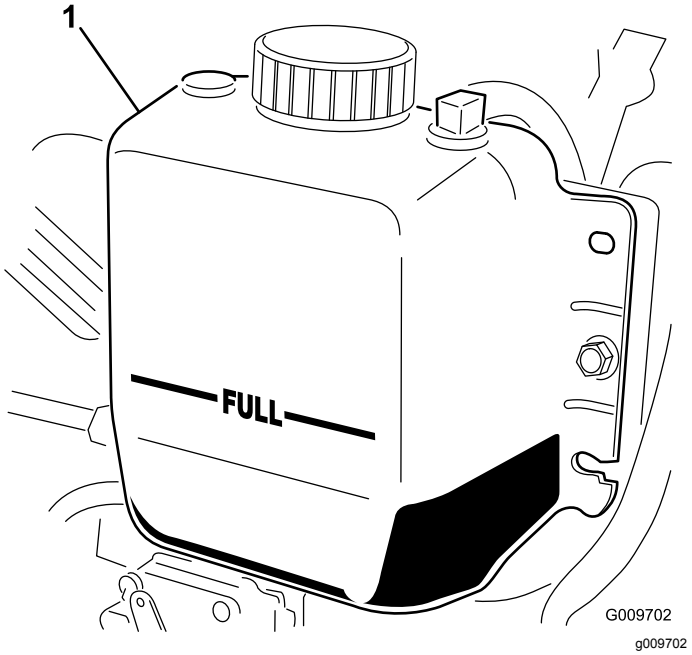

**Figur 19**
2. Kontrollera kylvätskenivån i kylaren. Kylaren ska fyllas upp till påfyllningsrörets översta del och expansionstanken ska fyllas upp till Full-markeringen (Figur 19).